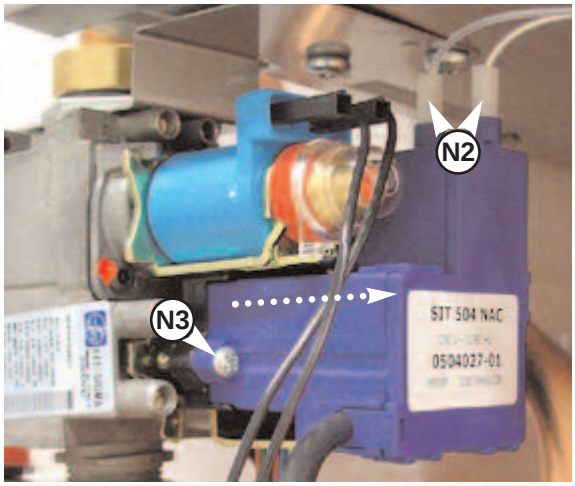

Fig. 18.43
4. Disconnect the electrodes wires "**N2**" and remove the screw "**N3**" *(see Fig. 18.43)* ;
5. Remove the spark generator by pulling it toward the right *(see Fig.18.43)*;
2. Remove the spark generator by only removing the screw "**N3**" and pull it toward the right as in *Fig.18.43*;